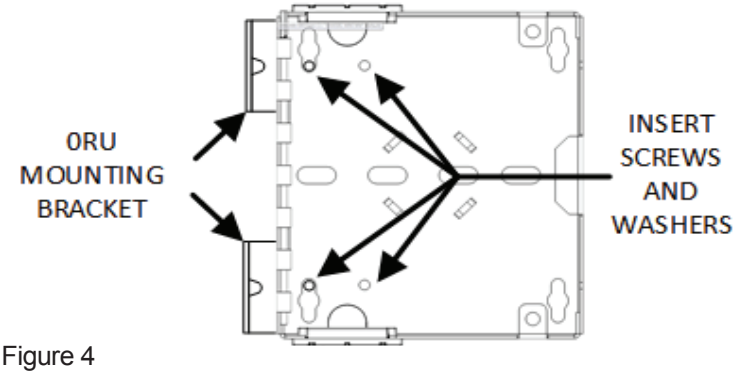

Figure 4
2) Install one mounting bracket each at the two corners using the #8 screws and washers provided in the mounting bracket kit. (Figure 4)